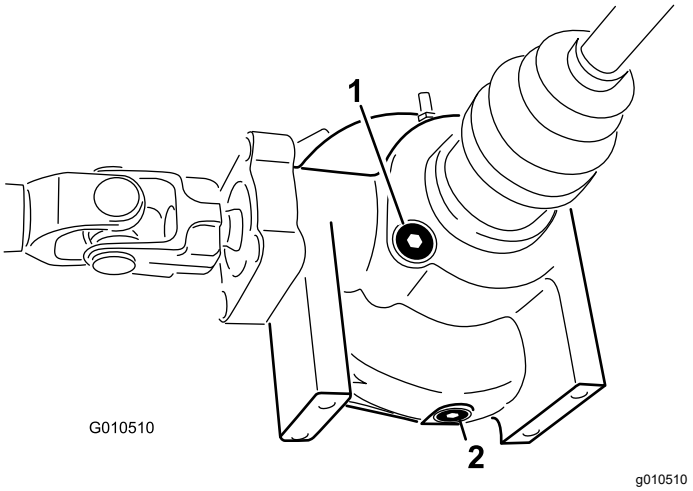

Figuur 21
2. Reinig de omgeving van de vul-/controleplug op de zijkant van het differentieel (Figuur 21).